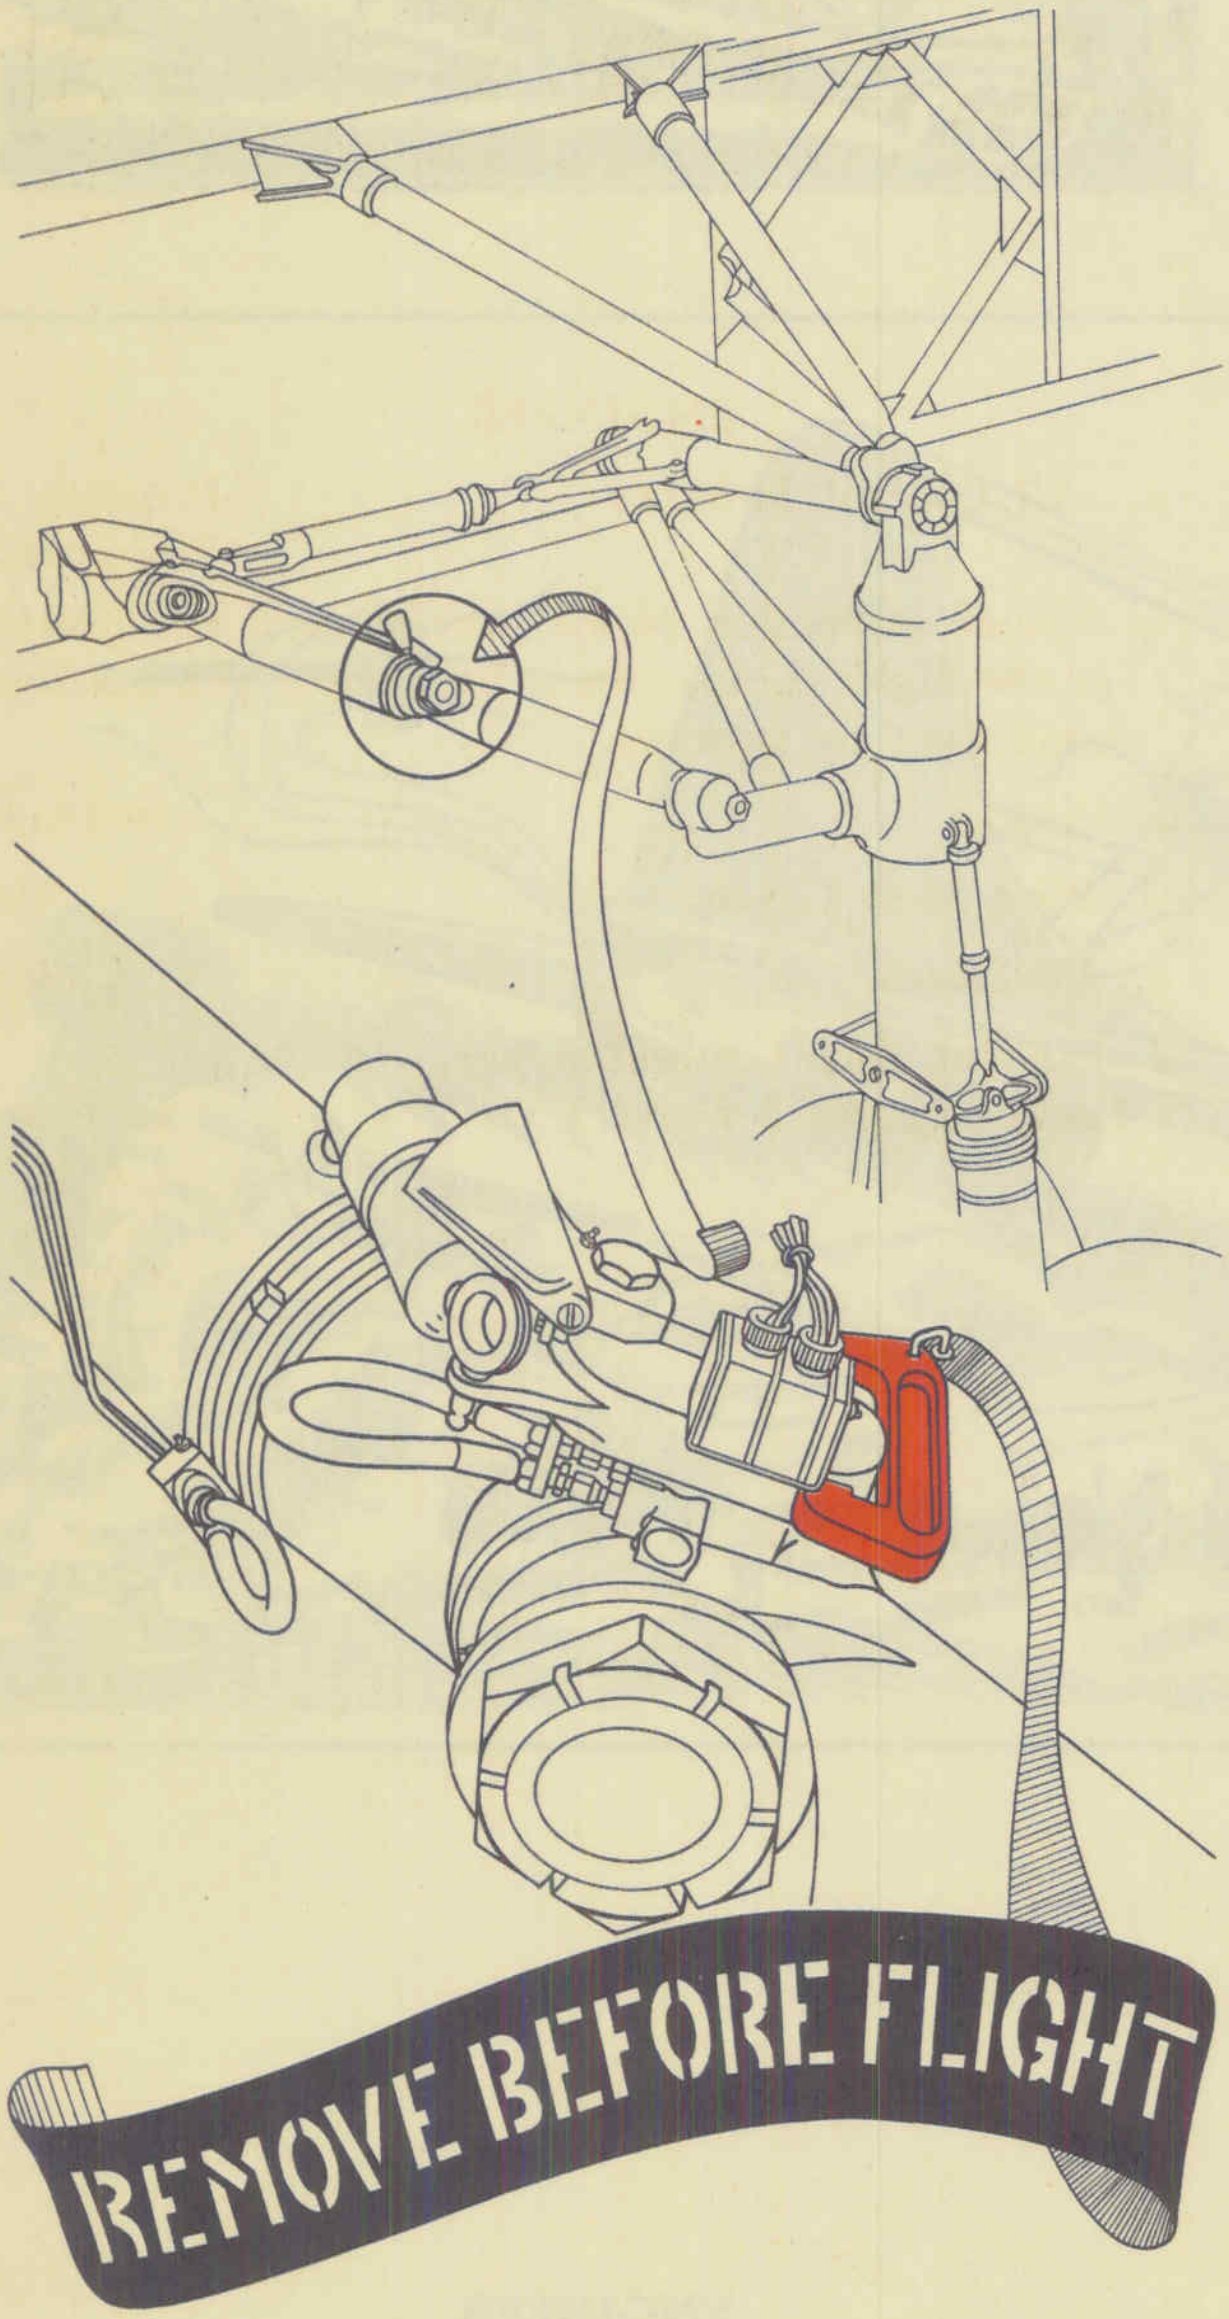

Figure 2-4. Installation of Main Landing Gear Safety Lock
f. Landing Gear Ground Safety Locks (figures 2-4 and 2-5) In Place